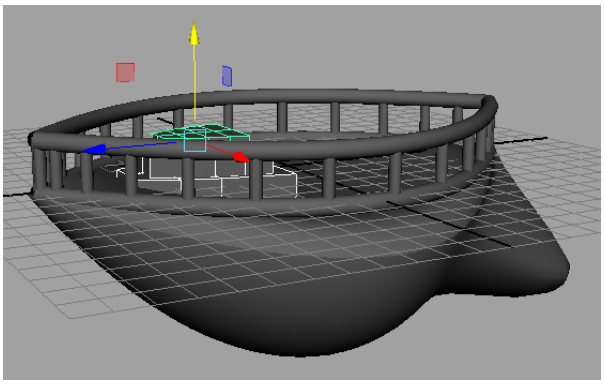

Figure 4-71 *The duplicate decks aligned together*
3. Maximize the persp viewport. Press and hold the right mouse button on the cube; a marking menu is displayed. Choose **Object Mode** from the marking menu displayed. Next, select the cube and choose **Edit > Duplicate > Duplicate** from the menubar; a copy of the cube is created. Similarly, create one more duplicate of the deck. Choose **Move Tool** and then **Scale Tool** to align the duplicated decks on the ship, as shown in Figure 4-71.